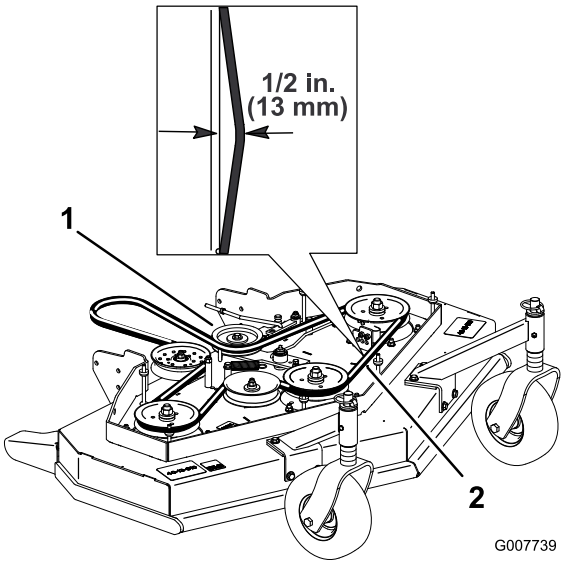

Figuur 43
4. Verwijder de spanpoelie en de versleten riem (Figuur 43).
Opmerking: De juiste riemspanning is 44-67 N met een speling van 13 mm halverwege tussen de poelies (Figuur 43).